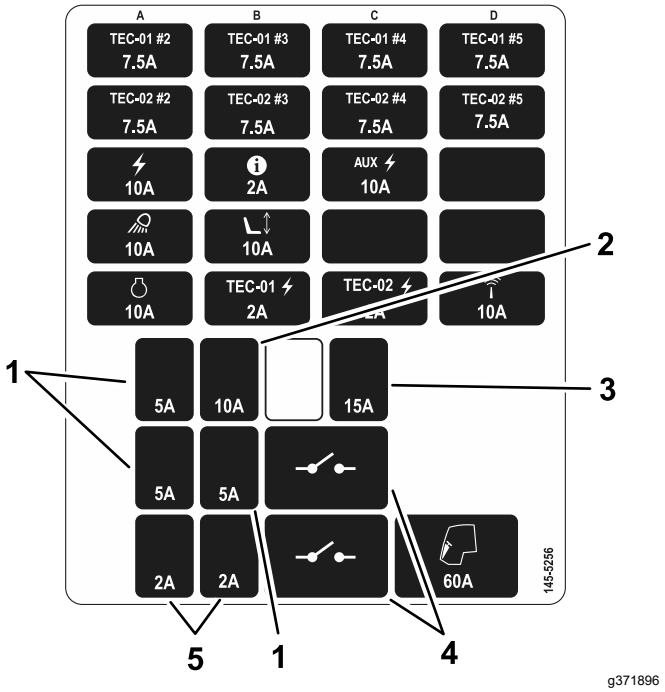

Figur 50
4. Udskift sikringen. Se mærkaten for modulsikringernes placeringer (Figur 50).